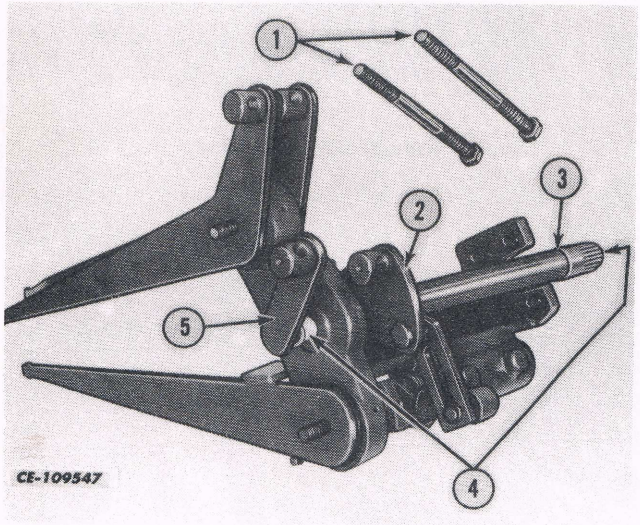

Fig. 15
a. Remove the hitch link connecting rods (1) from the load and position levers. See Fig. 15.
b. Remove the load control shaft (5) with the control lever shaft bearings. See Fig. 15.